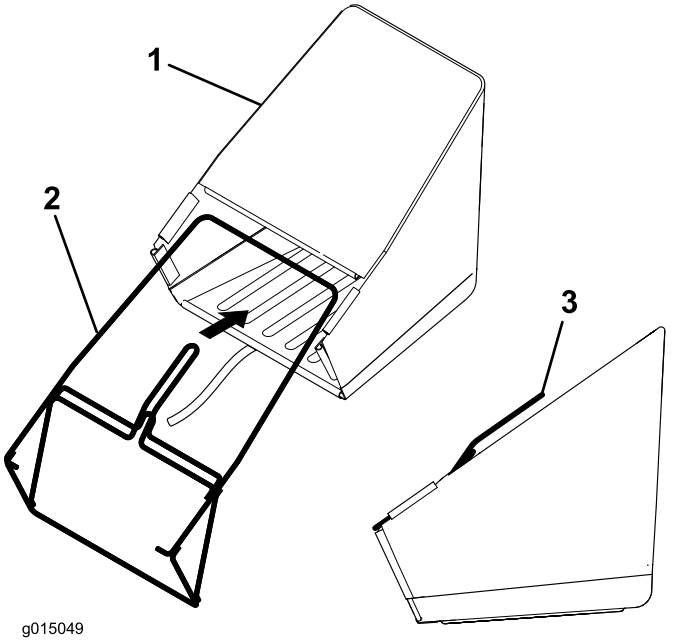

**Figur 3**
1. Skjut in trådramen för gräsuppsamlaren i uppsamlaren, och se till att handtaget är ovanför tyget (Figur 3).